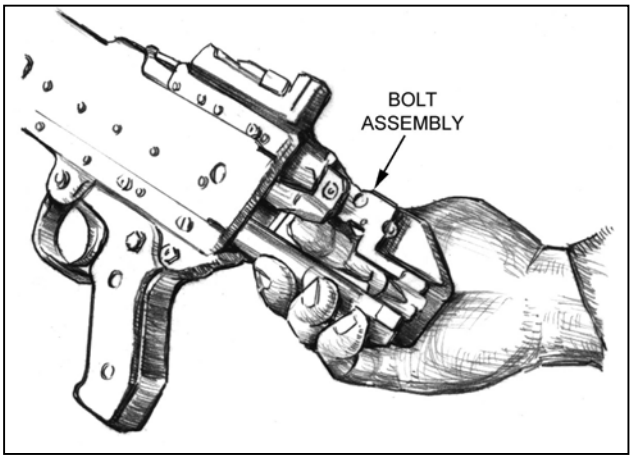

Figure 3-14. Bolt assembly.
c. **Remove the Bolt and Operating Rod Assembly**. Pull the cocking handle to the rear to start the rearward movement of the bolt and operating rod assembly inside of the receiver. With the index finger, reach inside the top of the receiver and push rearward on the face of the bolt until the bolt and operating rod assembly are exposed at the rear of the receiver. Grasp the bolt and operating rod and remove them from the rear of the receiver. Return the cocking handle to the forward position (Figure. 3-14).